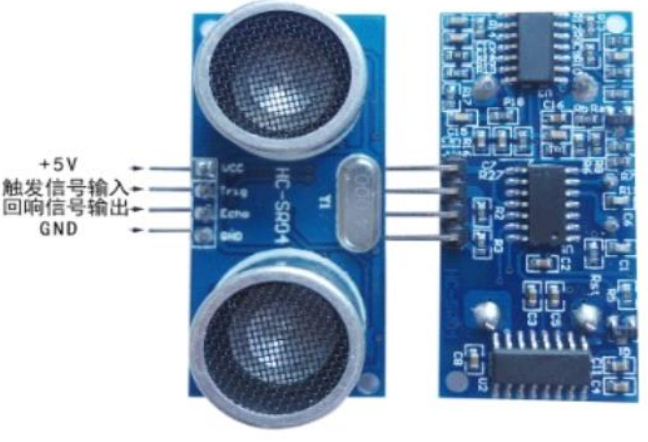

图 20-1 SR-04 模块实物图
1、HC-SR04 超声波模块如图 20-1 所示，模块预留了 4 根插针，+5V 和 GND 提供电源，TRIG 为触发控制信号输入，ECHO 为回响信号输出。